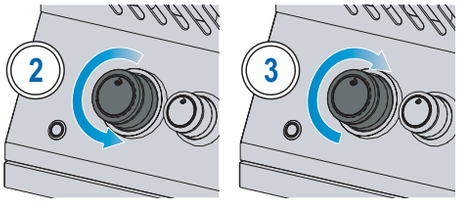

Fig. 1
4. La veilleuse et le brûleur ne s'allument pas en 5 secondes - tournez la commande. dans le sens des aiguilles d'une montre jusqu'à la position OFF. Attendre 5 minutes pour que l'essence s'écoule. se dissiper. Répétez les étapes 2 et 3 ou allumez avec une allumette. (Fig. 1)
5. Le brûleur ne s'allume pas - tourner le bouton de commande du brûleur dans le sens des aiguilles d'une montre jusqu'à la position OFF. Attendre 5 minutes. Répétez l'étape 3 et 4. (Fig. 1)